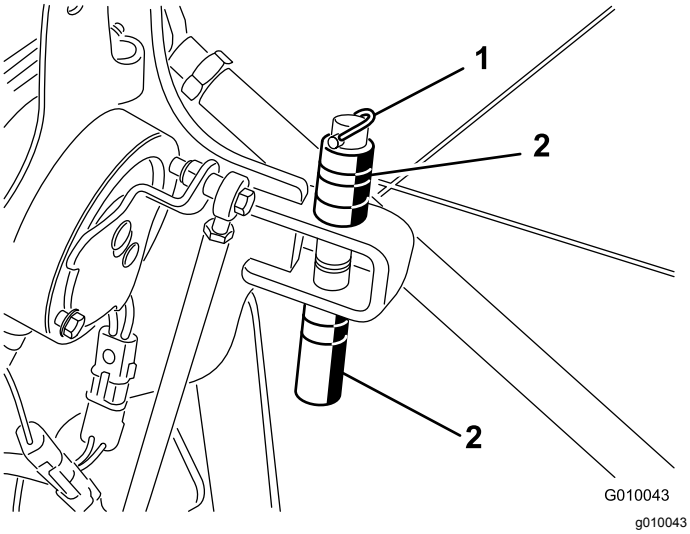

Rysunek 29
2. Wyjmij zawleczkę mocującą przekładki i kołki głębokości (Rysunek 29).